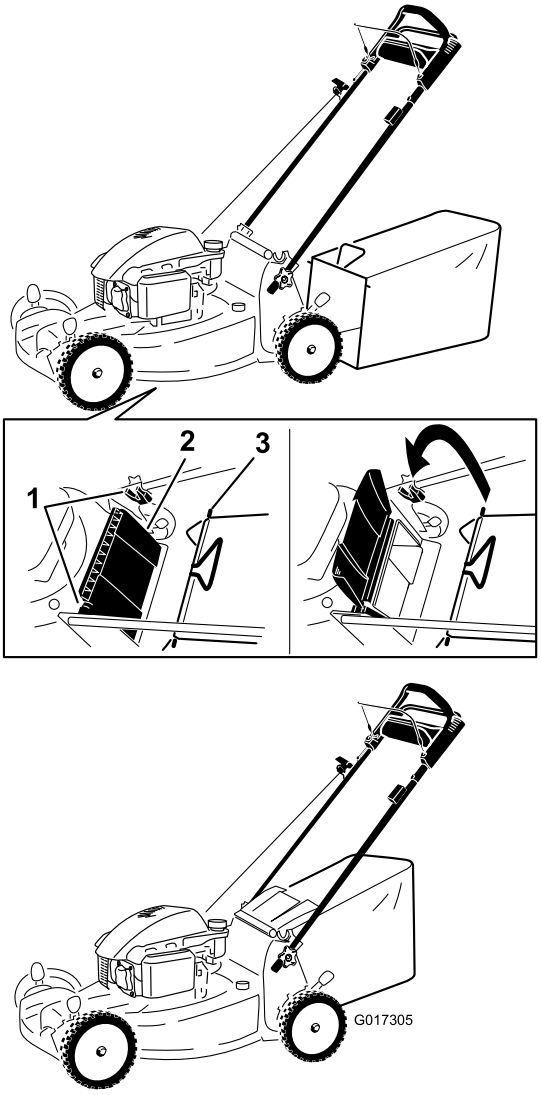

Figure 19
1. Soulevez le déflecteur arrière et gardez-le dans cette position (Figure 19).
2. Montez le bac à herbe en veillant à placer les ergots dans les crans du guidon (Figure 19).